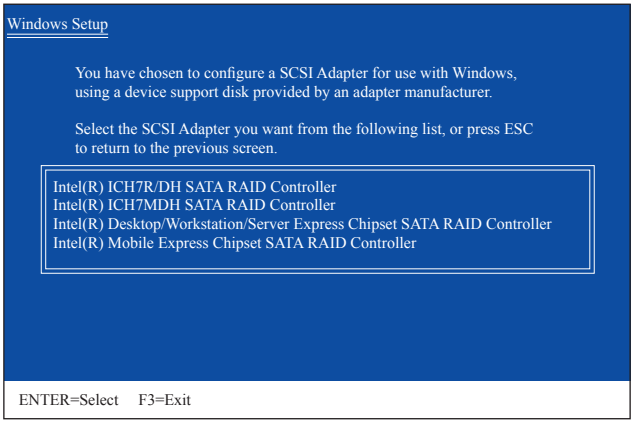

図 1
SATA RAID/AHCIドライバを含むフロッピーディスクを挿入し、<Enter>を押します。次に、以下の図1のようなコントローラメニューが表示されます。上または下矢印キーを使用してIntel(R) Desktop/Workstation/Server Express Chipset SATA RAID Controllerを選択し、<Enter>を押します。AHCIモードの場合、キーボードの矢印キーを使用してIntel(R) Desktop/Workstation/Server Express Chipset SATA AHCI Controllerアイテムにスクロールし<Enter>を押します。